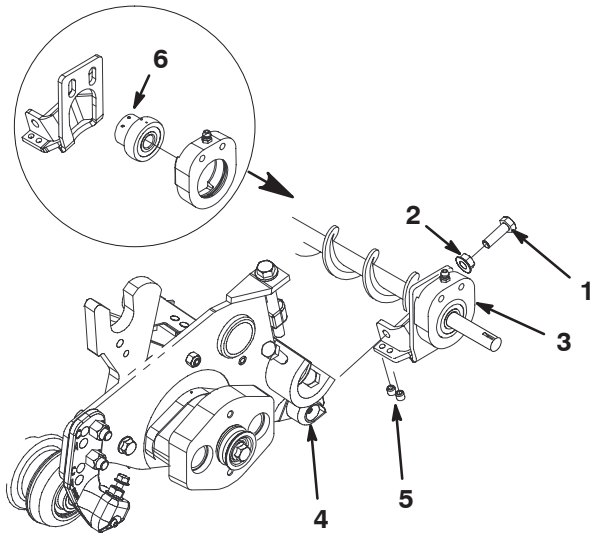

Figure 3
13. Remove and discard flange nut and bolt securing each end of roller to support rods (Fig. 3).
14. Using a 1/8" Allen wrench, loosen set screws securing locking collars to each end of roller brush shaft (Fig. 3).
15. Position roller brush assembly onto support rods aligning mounting holes (Fig. 3).
16. Using a 1/2" wrench, thread a new 5/16" flange nut onto (2) 5/16–18 x 1" lg. bolts as shown in figure 3.
17. Loosely install roller brush assembly to support rods by threading the (2) 5/16–18 x 1" lg. bolts thru roller brush brackets and into support rods. Make sure rear roller is centered between support rods and tighten bolts (Fig. 3). Do not tighten nuts at this time.
1. Bolt (2)
2. Flange nut (2)
18. Make sure roller brush brackets are parallel with end weight and tighten flange nuts locking roller brush brackets to support rods.(Fig. 3).
19. Make sure brackets are parallel with end weight and tighten set screws securing roller brush brackets to underside of support rods.(Fig. 3).